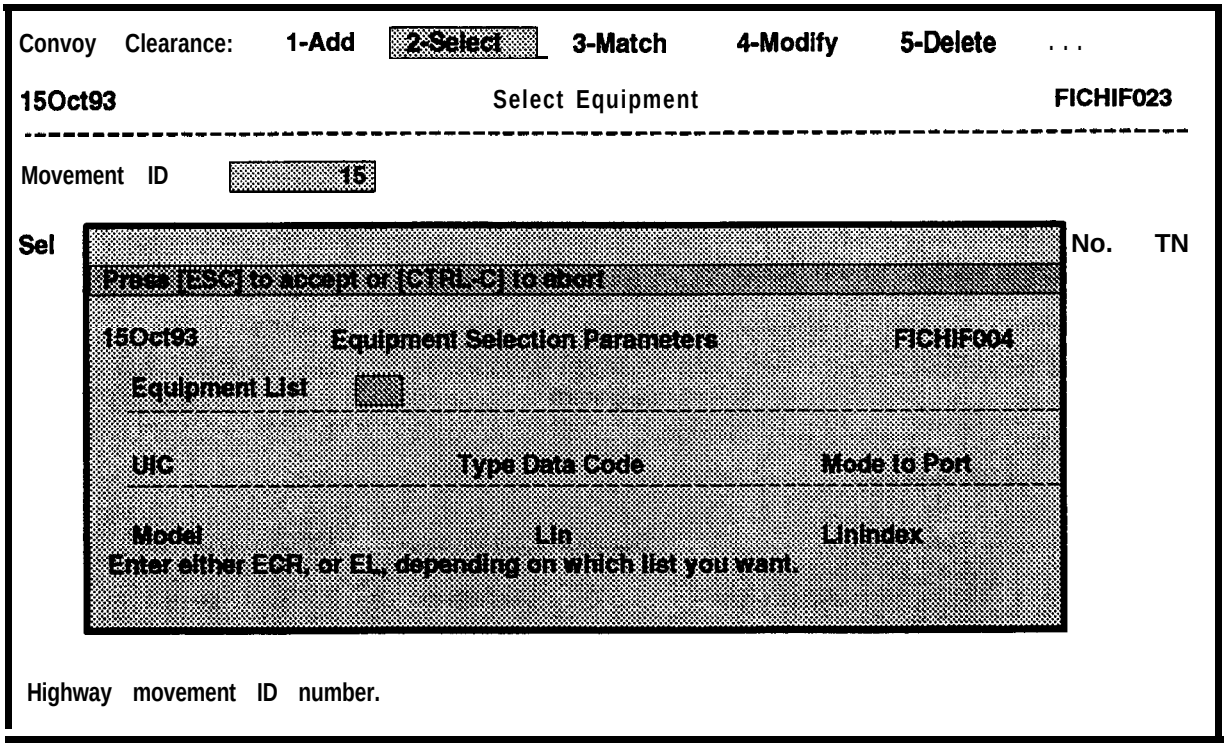

Figure 7-8. Equipment Selection Parameters Window
d. Enter **the Movement** ID number of the desired convoy and press **ESC,** or press **ESC** to accept the displayed Movement ID, or press F6 to display a list of valid Movement **IDs.** When **F6** is pressed, use the the cursor control keys to highlight the correct Movement ID and press **ESC** to accept that Movement ID. The Equipment Selection Parameters window will be displayed as shown in Figure 7-8. This window is used to enter query criteria for equipment selection. The cursor **will** be **in the Equipment List** field.